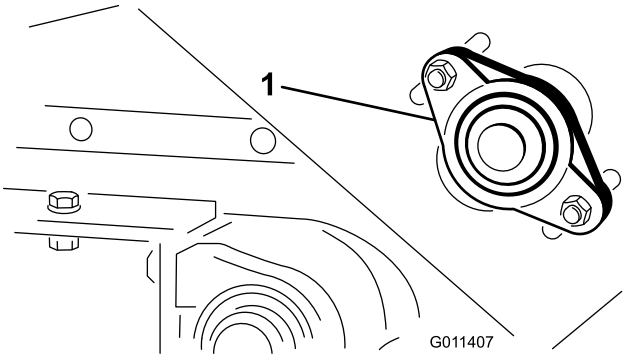

Figur 22
1. Lossa muttrar som fäster lagerhuset (Figur 22) på maskinens högra sida.